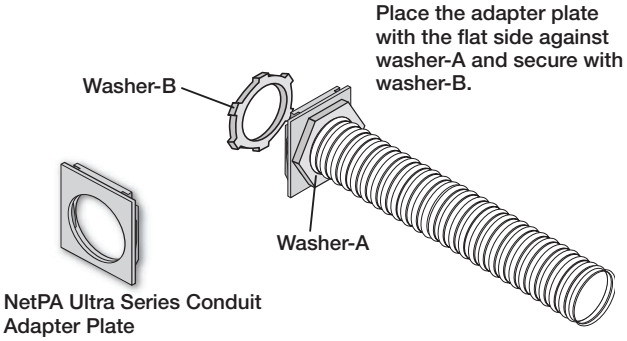

**Figure 10. Secure XPA Ultra Series Adapter Plate to Conduit**
7. Place the adapter plate that ships with the conduit kit on the conduit itself with the flat side of the plate facing the hexgonal nut, and secure the new plate to the conduit with the washer that was removed in step 6 (see figure 10).